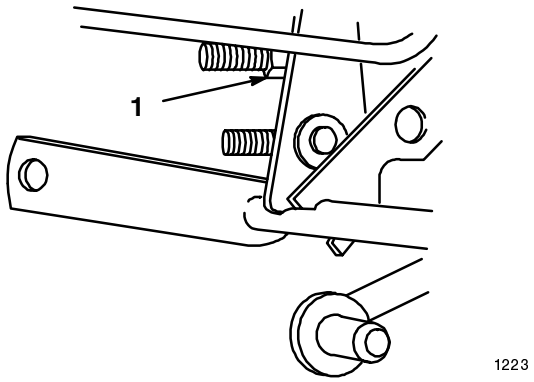

Figure 7
1. Pour modifier la hauteur de transport, visser dans le sens des aiguilles d'une montre l'écrou de réglage (Fig. 7) placé sur le mécanisme de relevage pour monter l'unité de coupe plus haut, ou dévisser l'écrou en sens inverse pour descendre l'unité plus bas.